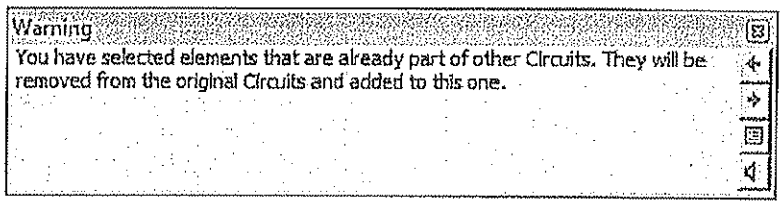

Figure 11–28
7. A warning displays that the fixture was part of another circuit, but has been moved to this circuit, as shown in Figure 11–28.